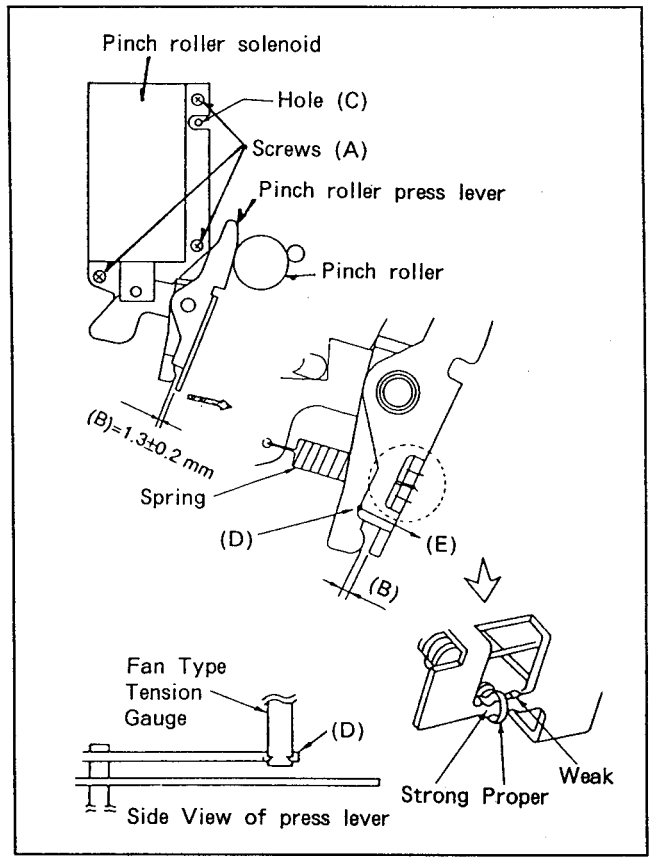

Fig. 6-12-5 Pinch Roller
2. Play back a tape and measure the clearance (B) as indicated in figure 6-12-5. Verify that it is 1.3mm ± 0.2mm.
3. If not, loosen the 3 screws (A) (figure 6-12-5) and insert the eccentric screwdriver into hole (C).
4. Adjust the Pinch roller solenoid position with the eccentric screwdriver so that the clearance (B) is 1.3mm (±0.2mm).
5. Tighten the 3 screws (A).
7. Insert a 1.2mm thickness gauge to clearance (B).
8. Place the fan type tension gauge so that it's tip contacts the position (D) as shown in figure 6-12-5.
9. Push the tension gauge in the direction indicated by arrow (E) in figure 6-12-5.
11. If it is not change the position of the spring as shown in figure 6-12-5.